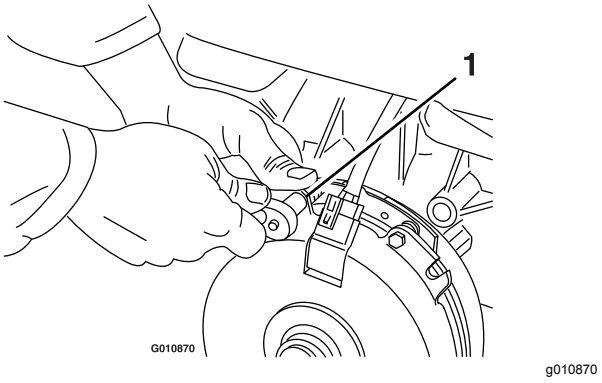

Figure 74
A. Loosen both brake-mounting bolts 1/2 to 1 full turn as shown in Figure 74.